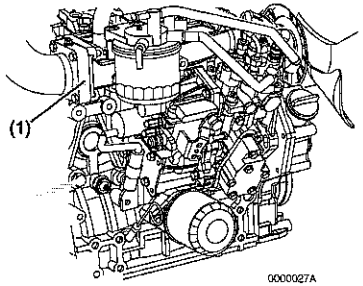

Figura 11
Il riscaldatore dell'aria aspirata **(Figura 11, (1))** è situato sul manicotto di aspirazione. Il riscaldatore dell'aria aspirata facilita l'avviamento del motore alle basse temperature. Durante la sequenza di avviamento del motore, il riscaldatore dell'aria aspirata è attivo per circa 15 secondi. Dopo lo spegnimento della spia di preriscaldamento sarà possibile avviare il motore. Il riscaldatore dell'aria aspirata è una dotazione standard di ogni motore.